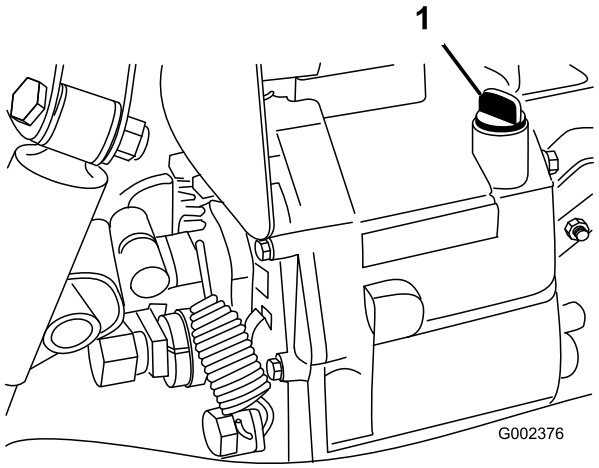

**Figur 18**
2. Gör rent området kring oljestickan (Figur 18).